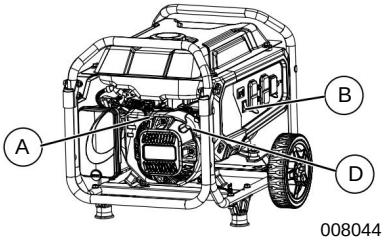

Figura 3-2. Controles del motor
3. Consulte *la Figura 3-2.* Abra la válvula de corte de combustible (A).
4. Coloque el interruptor de encendido/apagado del motor (B) en encendido. Consulte *la Figura 3-2.*
6. Consulte *la figura 3-2.* Sujete con firmeza la manija del arrancador de retroceso (D) y tire lentamente hasta que sienta una mayor resistencia. Tire rápidamente hacia arriba y lejos.